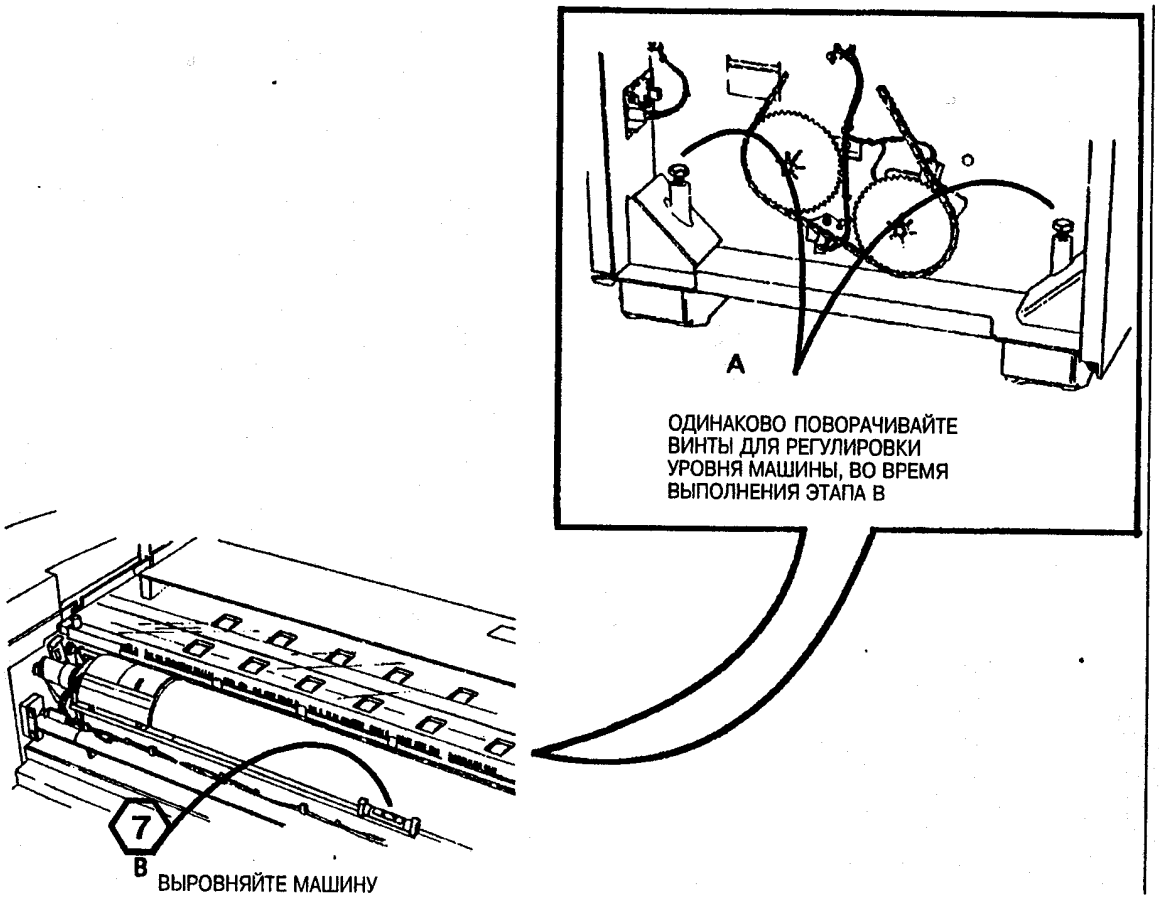

Рис. 15. Выровняйте уровень "от края до края"
14. (Рис.15): Выровняйте уровень "от края до края".